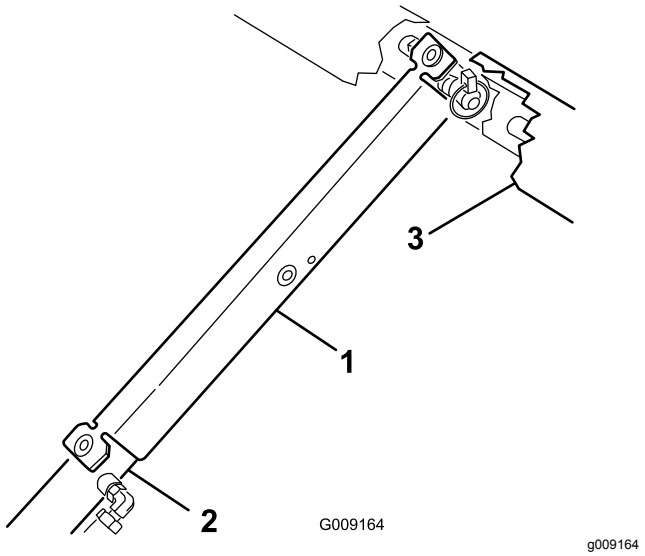

Bild 22
3. Schieben Sie die Ladepritschenstütze auf die Zylinderstange. Achten Sie darauf, dass die Endnasen der Stütze auf dem Ende der Zylindertrommel und auf dem Ende der Zylinderstange aufliegen (Bild 22).